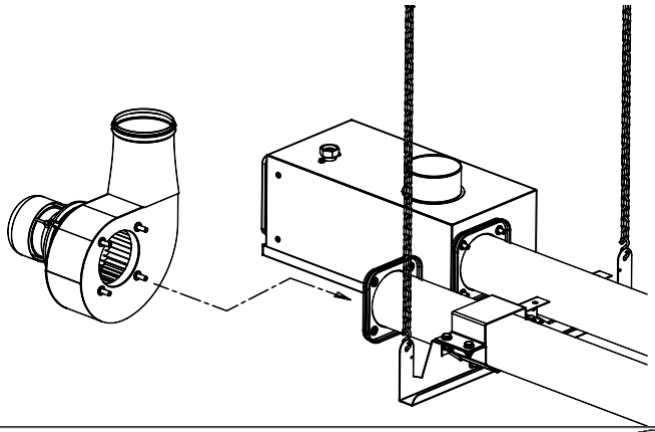

Fig 4.7
5) En utilisant les vis disponibles visser le brûleur et le ventilateur Fig. 4.7. PORTER UNE ATTENTION À LA POSITION DU BRÛLEUR ET DU VENTILATEUR.